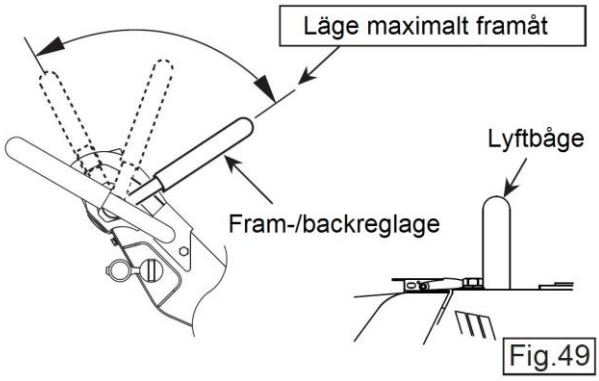

Fig.49
2. Återmontera hydraulslangen på cylindern när oljan tömts ur. Fixera fram-/backreglaget i läge maximalt framåt med ett rep fäst i lyftbågen. (Fig. 49)